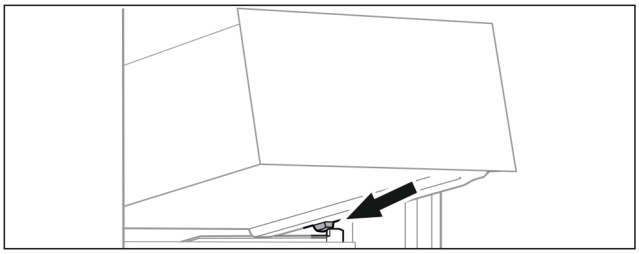

Fig. 20
▶ Schubfach schräg hinter den Stoppern auf die Behälterrippe aufsetzen *Fig. 20 ()*.